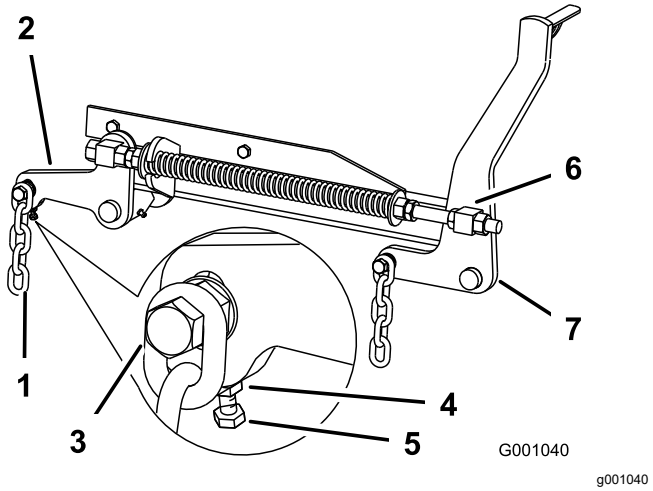

Rysunek 111
7. Jeśli pomiary w położeniach **B** lub **C** są nieprawidłowe, poluzuj śrubę mocującą tylny łańcuch do tylnego ramienia wsporczego (Rysunek 111).
8. Poluzuj przeciwnakrętkę pod tylnym ramieniem wsporczym i wyreguluj za pomocą śruby regulacyjnej tak, aby uzyskać wynik pomiaru od 80 do 83 mm (Rysunek 111).
7. Poluzuj przeciwnakrętki przedniego połączenia obrotowego, z przodu prawego i lewego połączenia obrotowego, o około 13 mm (Rysunek 111).
8. Wyreguluj nakrętki podnoszące z lewej i prawej strony maszyny tak, aby uzyskać z przodu w położeniu **A** obniżenie o 6 do 10 mm w stosunku do tyłu w położeniu **B** (Rysunek 111).